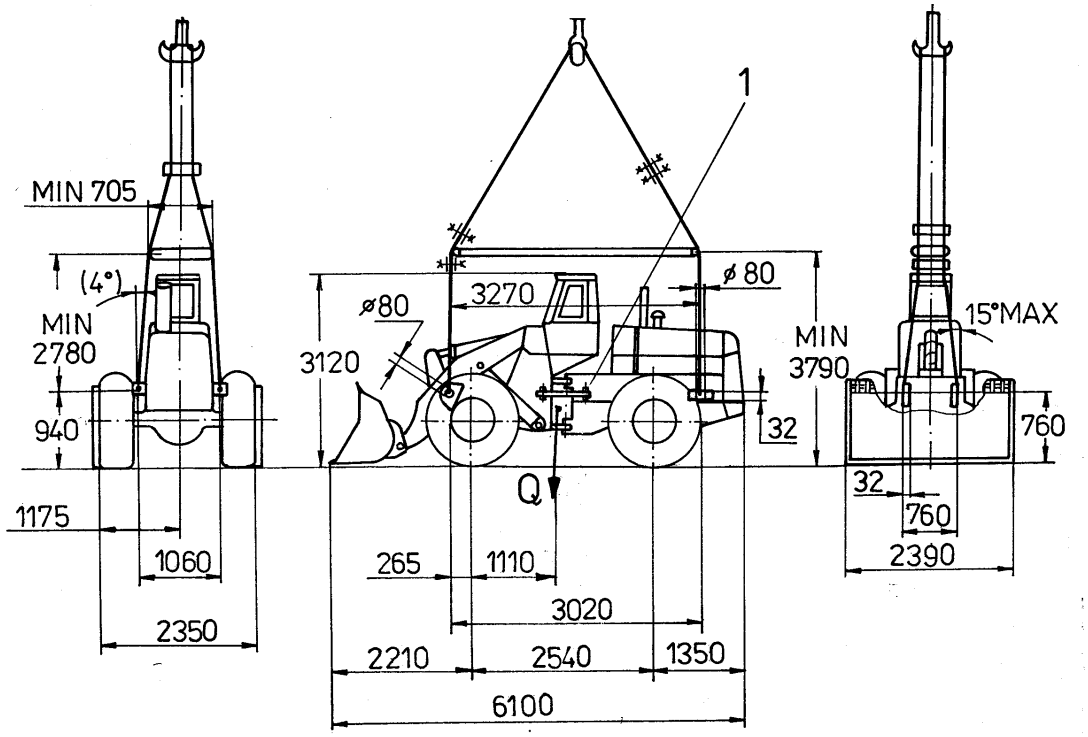

Fig. 3.4. Method of Handling 515C Loader by a Crane (for a machine equipped with 15.5R25 Tires and 1.53 [m^3]. bucket)
2. During transportation by sea, when it is necessary to carry a loader by means of a crane, use the method of fastening the loader that will ensure maximal safety of persons loading the machine and will not result in damage of the machine. The lifting slings used for fastening the loader should be attached only to special lifting lugs marked with special plates on the machine (Fig. 3.4).